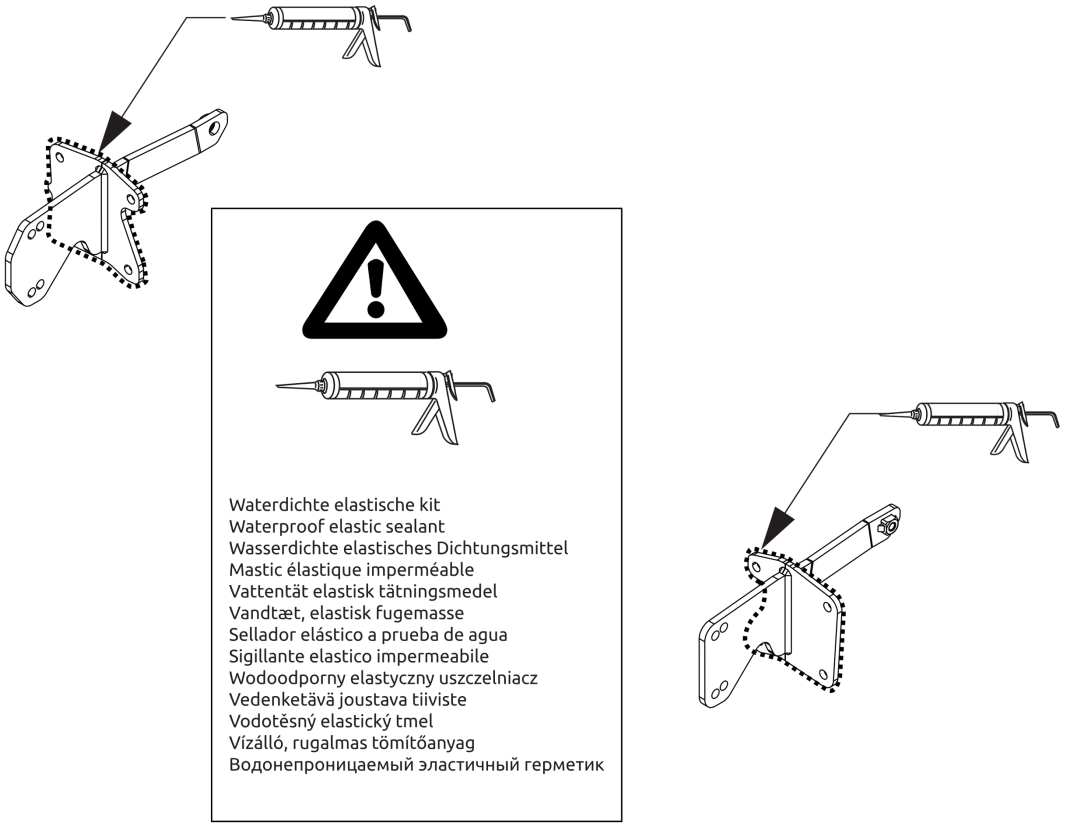

Fig. 3
8. Kit de aangegeven delen af (zie fig. 3)
8. Seal the portions indicated (see fig. 3).
8. Die angegebenen Teile kitten (siehe Abb. 3).